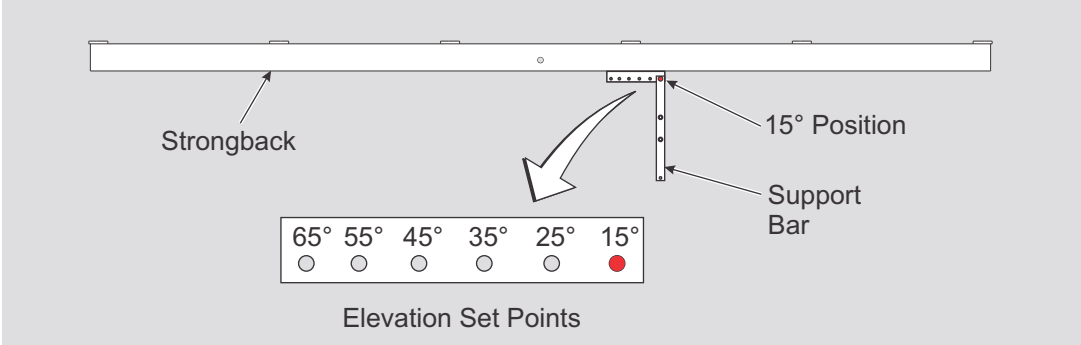

Figure 2-1: Positioning Support Bar
A. Remove the Support Bar from the Strongback and re-install in the 15° elevation set point. Secure with the 1/2” hardware and finger tighten. (See Figure 2-1)